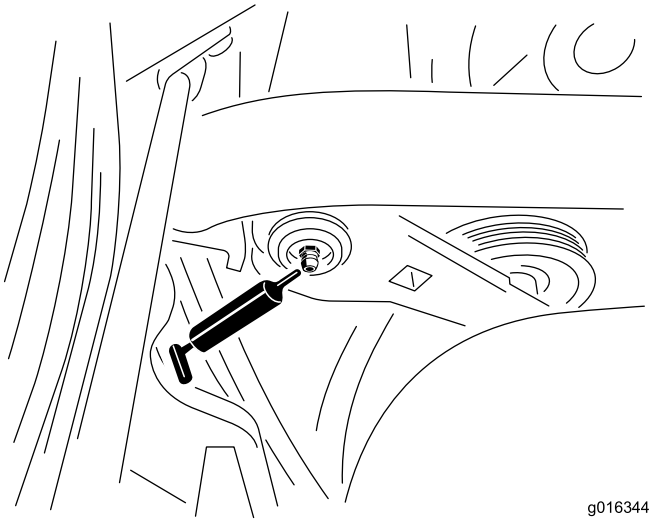

Figur 39
1. Tør smøreniplen ren, så der ikke kan komme fremmedlegemer ind i lejet eller bøsningen (Figur 39).